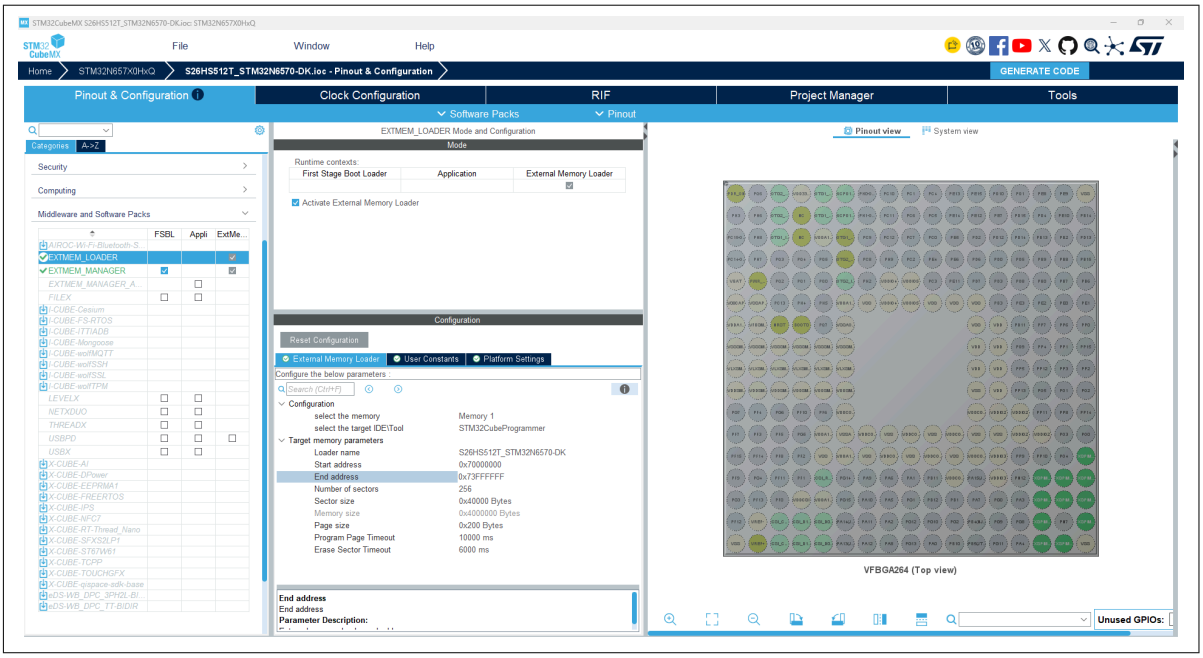

Figure 11 EXTMEM_LOADER configuration window
2. Select **EXTMEM_LOADER** and **Activate External Memory Loader** parameters displays as shown in Figure 11. Configure the parameters as required. Table 7 describes the key parameters for EXTMEM_LOADER configurations